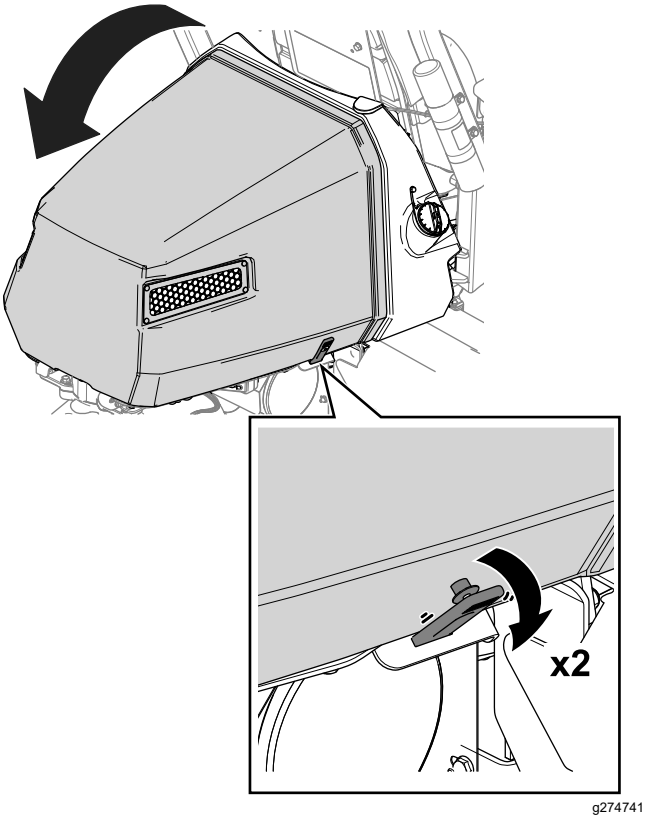

Figure 40
1. Détachez les attaches de chaque côté du capot (Figure 40).
2. Ouvrez le capot (Figure 40).